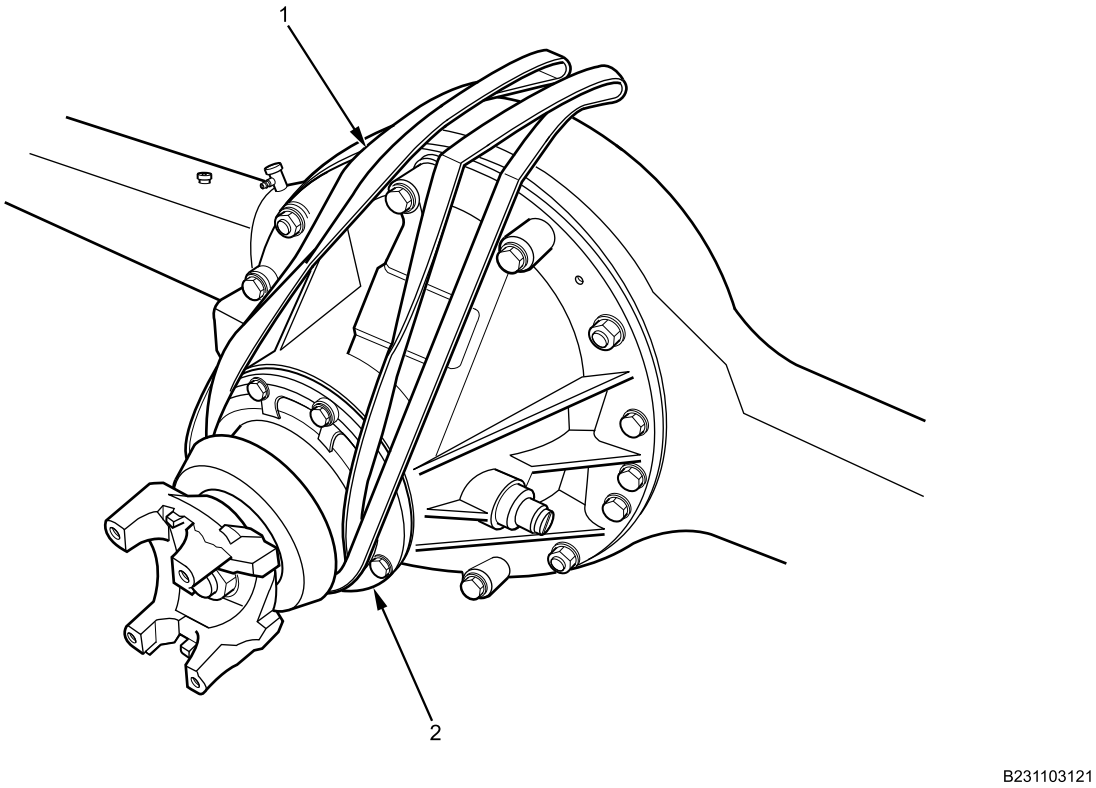

Figure 11. Strap.
17. Position strap (Figure 11, Item 1) around rear yoke (Figure 11, Item 2) as shown.